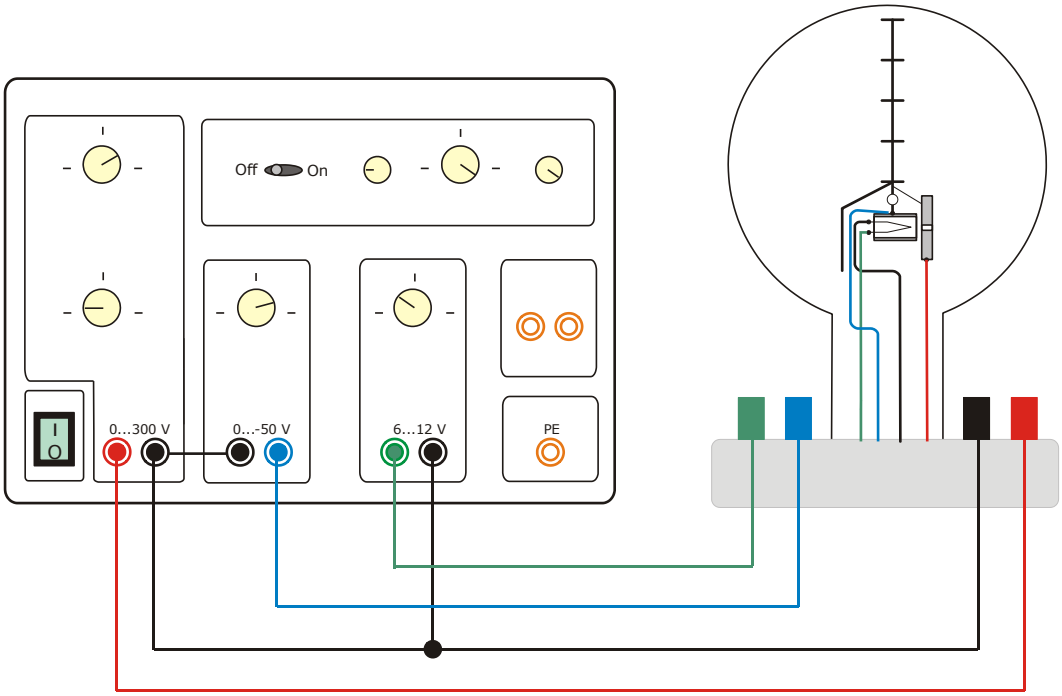

Fig. 1  Anschluss der Fadenstrahlröhre an das DC-Netzgerät 300 V
- Beschaltung gemäß Fig. 1 durchführen.